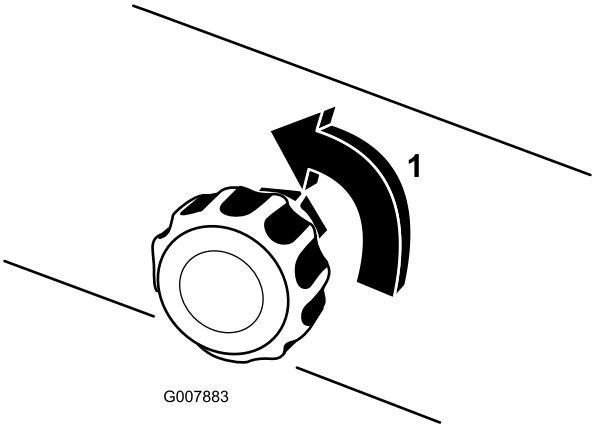

Figur 30
5. Åbn skumdensitetsjusteringsventilen til mellem 1/8 og 1/4 omgang ved den første betjening (Figur 30).